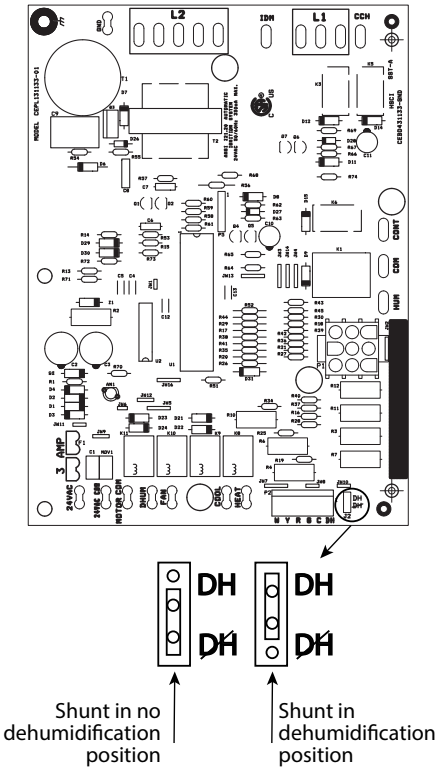
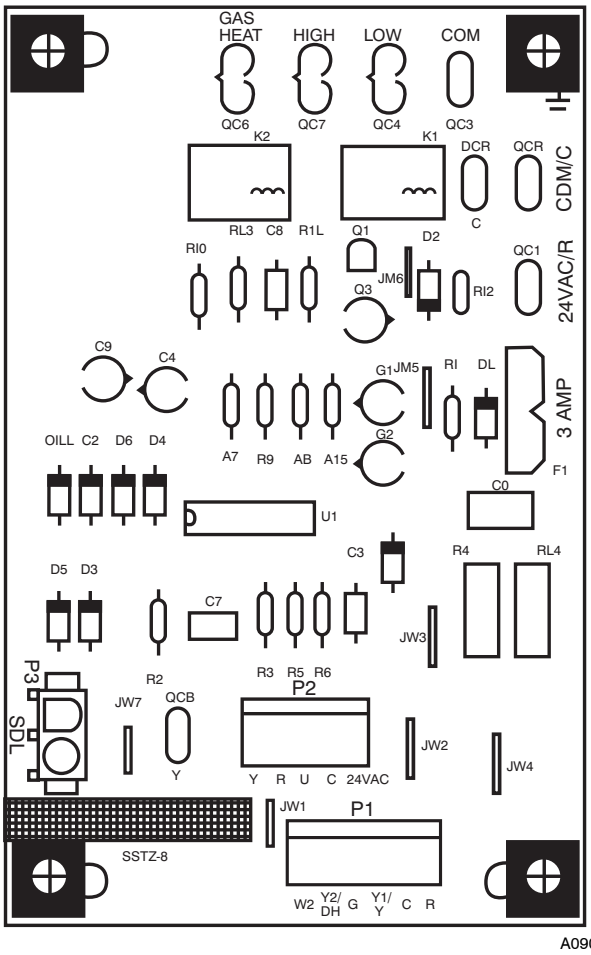

Fig. 13 - Single Phase IGC Board
Fig. 14 - Interface Fan Board (IFB)
This unit is factory-set for use with a single cooling fan speed. For single phase models, the cooling speed is marked "COOL" on the IGC (See Fig. 13). For 3-phase models, the cooling speed is marked "LOW" on the interface board (IFB) (See Fig. 14). The factory-shipped settings are noted in Tables 7 and 9. There are up to 3 additional speed tap wires available for use in either gas heating mode, cooling mode, or continuous fan mode (For color coding on the indoor fan motor leads, see Table 6). For single phase models, one of the additional speed tap wires is connected to the continuous fan, with the other 2 wires shipped loose in the control box near the IGC. For three phase models, the additional 3 speed tap wires are shipped loose with vinyl caps and are located in the control box near the interface fan board (IFB) (See Fig. 14).
2. Remove the current speed tap wire from the "GAS HEAT" terminal on the interface fan board (IFB) (Fig. 14) and place vinyl cap over the connector on the wire.
2. Remove the current speed tap wire from the "LOW" terminal on the interface fan board (IFB) (Fig. 14) and place vinyl cap over the connector on the wire.
1. Move shunt jumper on IGC board to "DH" (See Fig. 13).
1. Remove fan speed tap wire from the "LOW" terminal on the interface fan board (IFB) (Fig. 14).
When the DEHUM feature is not used, the continuous fan speed will be the same as cooling fan speed. When the DEHUM feature is used, the continuous fan will operate on IFB "LOW" speed when the DH control lead is not energized, or IFB "HIGH" speed when the DH lead is energized (see Fig. 14).